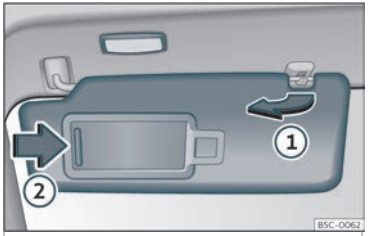

Abb. 94 Sonnenblende.
• Die Sonnenblende kann aus der Halterung herausgezogen und zur Tür››› **Abb. 94** ① geschwenkt werden.